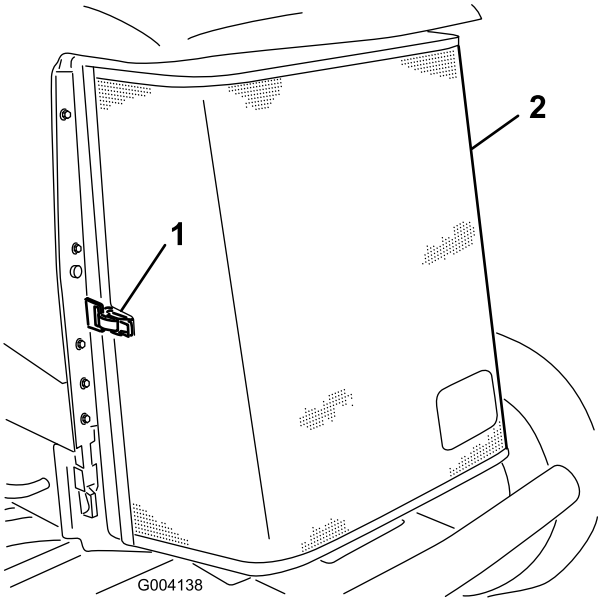

**Figuur 61**
3. Maak de sluiting los en draai het achterscherm open (Figuur 61).